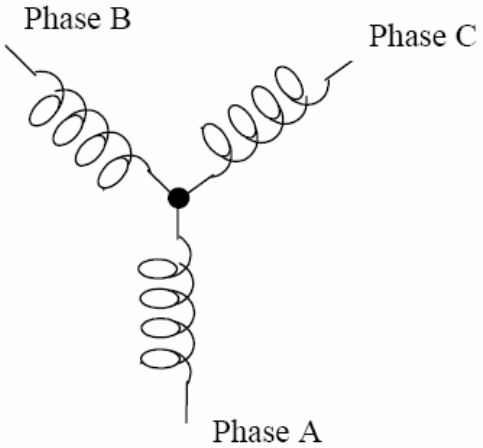

图 1.1：三相星形接线
- 之所以称为星形接法，是因为每相之间及每相的绕组之间看起来象是 Y 形(星形)。图 1.1 是星形接法时的每相绕组，在星形接法中，中性线(或者说是星形的中心点)一般是接地，因此常用电压是 208/120 和 480/277(第一个数代表相-相电压，第二个数代表相-线电压)。
■ 通常星形连接中有四根线，三相接三根线，还有一根线接中性线，如图 1.1 所示。中性线一般接地或接星形的中心点(见图 1.1)。